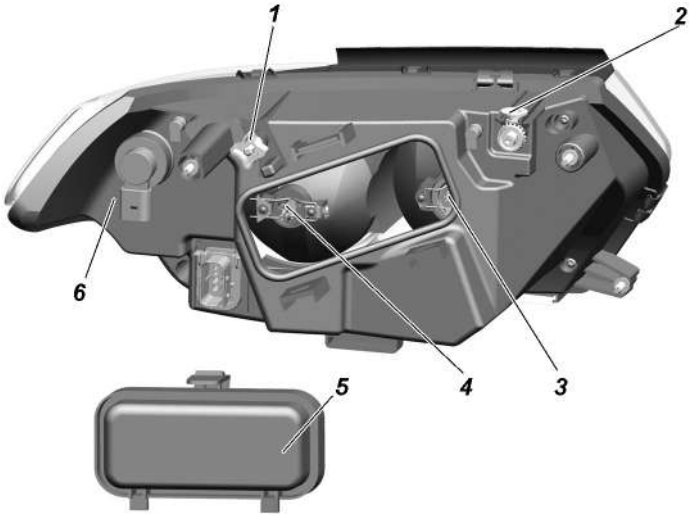

Рис. 9.39. Фара:
3. Включите ближний свет фар и, поочередно закрывая каждую фару, вращением регулировочного винта 1 (рис. 9.39) и регулировочной шестерни 2 добейтесь, чтобы светотеневая граница слева от точек Е и Е' совпадала с линией 1, а справа – с линиями 2 и 2' для левой и правой фар соответственно. Точки перелома светотеневой границы должны совпадать с точками Е и Е'.
Замена ламп фар. Для замены лампы указателей поворота снимите колодку с патрона 6 (рис. 9.39), поверните патрон по часовой стрелке (для правой фары) или против часовой стрелки (для левой фары) и выньте патрон в сборе с лампой.